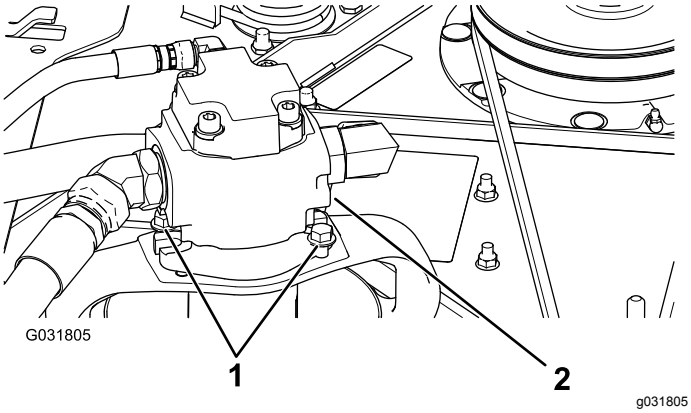

Figuur 128
5. Verwijder de bouten waarmee de hydraulische motor aan het maaidek is bevestigd (Figuur 128).
3. Verwijder de bouten waarmee de hydraulische motor aan het maaidek is bevestigd (Figuur 128).